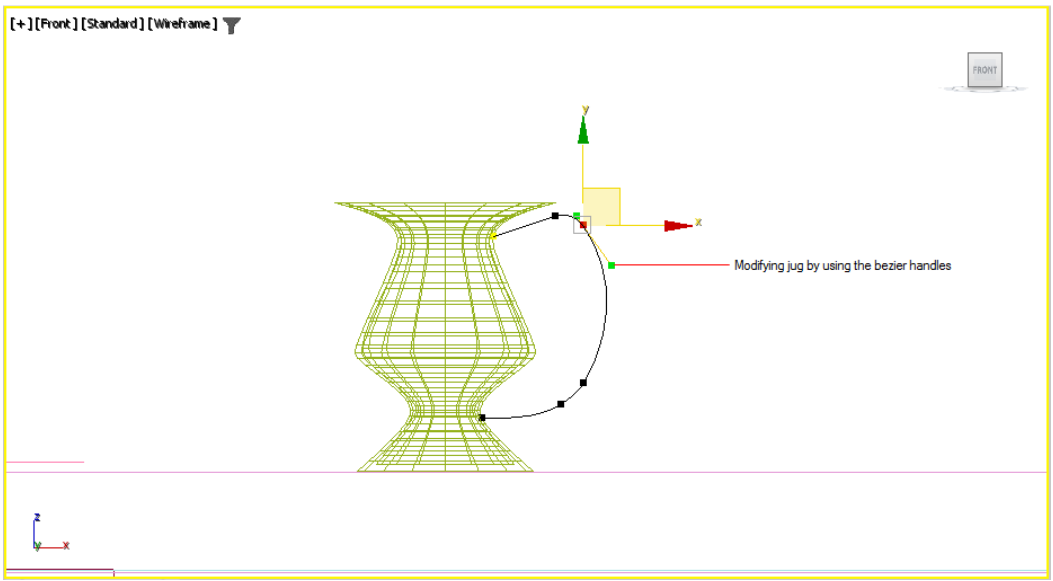

Figure 5-18 *The Handle modified by moving the bezier handles*
7. Invoke the **Select and Move** tool from the **Main Toolbar** and right-click on the second vertex. Choose **Bezier** from the quad menu and then move *Handle* to get the desired curve. Similarly, modify the rest of the vertices of *Handle* as needed to form a curved shape, as shown in Figure 5-18.